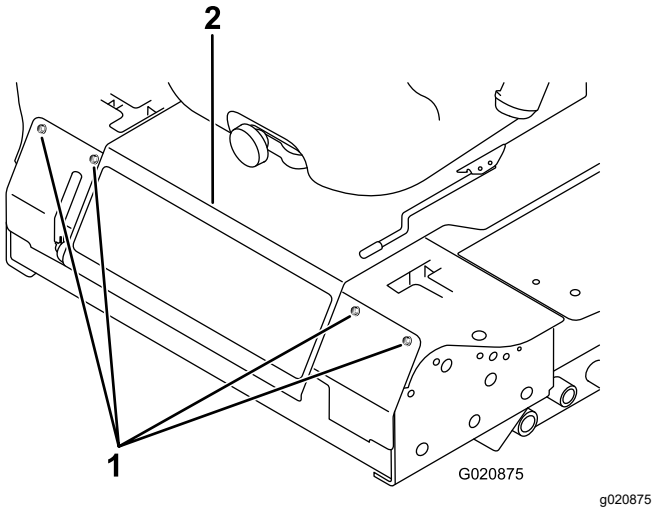

**Figuur 87**
3. Draai de bouten los waarmee het voorpaneel vastzit, en verwijder het paneel (Figuur 87).